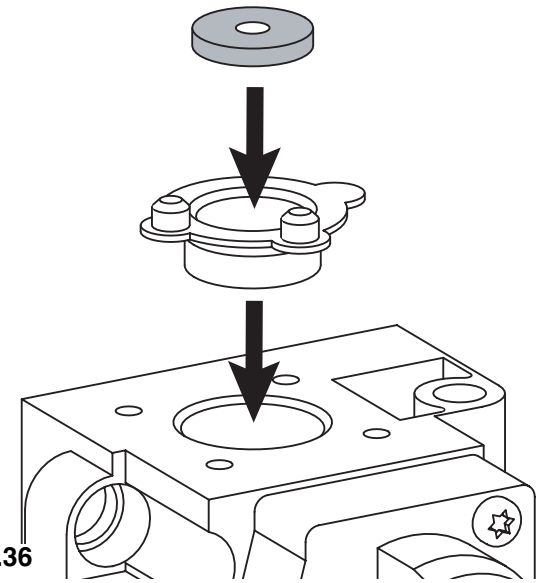

FIG. 3.36
7. Insert the diaphram into the gas valve (see Fig. 3.36)